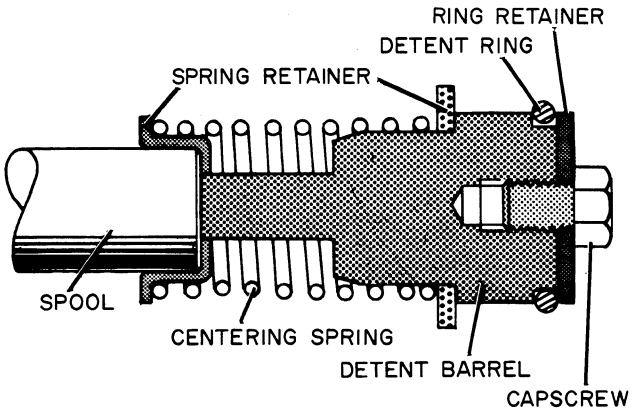

Figure D-33. Cap Screw Design - Detent Ring Retainer
1. Assemble the detent mechanism to the spool (Cap Screw Design) Figure D-33, by placing the spring retainer over the end of the spool. Then assemble the centering spring retainer, detent barrel, detent ring, ring retainer and cap screw, Figure D-33.